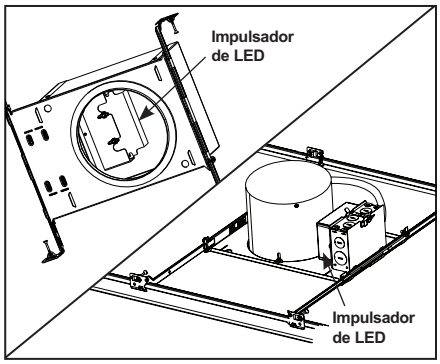

Figura 6
Paso 3. Ponga el accesorio en su posición y presione la barra colgante con la muesca para Barras-T integrada en las Barras-T (Figura 6). Se proporcionan agujeros adicionales para asegurar con alambre o con tornillos (Figura 7).
El reemplazo del impulsador debe llevarse a cabo por un electricista calificado. Quite la carcasa interior del accesorio para acceder al impulsador (Figura 6). Encargue kits de repuesto según se identifique en el impulsador. Los kits de repuesto incluyen instrucciones detalladas para el reemplazo del impulsador.